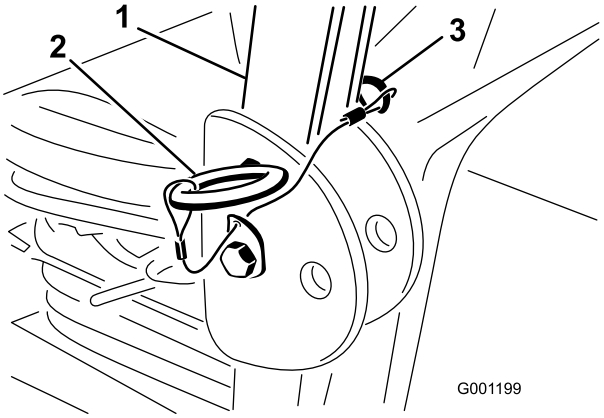

Figur 8
1. Fjern splitterne og de to pinde fra styrtbøjlen (Figur 8).
2. Hæv styrtbøjlen til oprejst position, og monter de to pinde, og fastgør dem med splitterne (Figur 8).